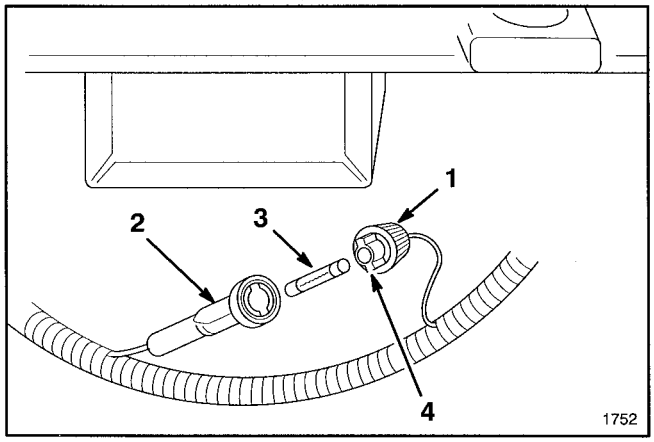

Figure 26
1. Push the two fuse holder sections together. Rotate fuse holder cap to open fuse holder (Fig. 26).